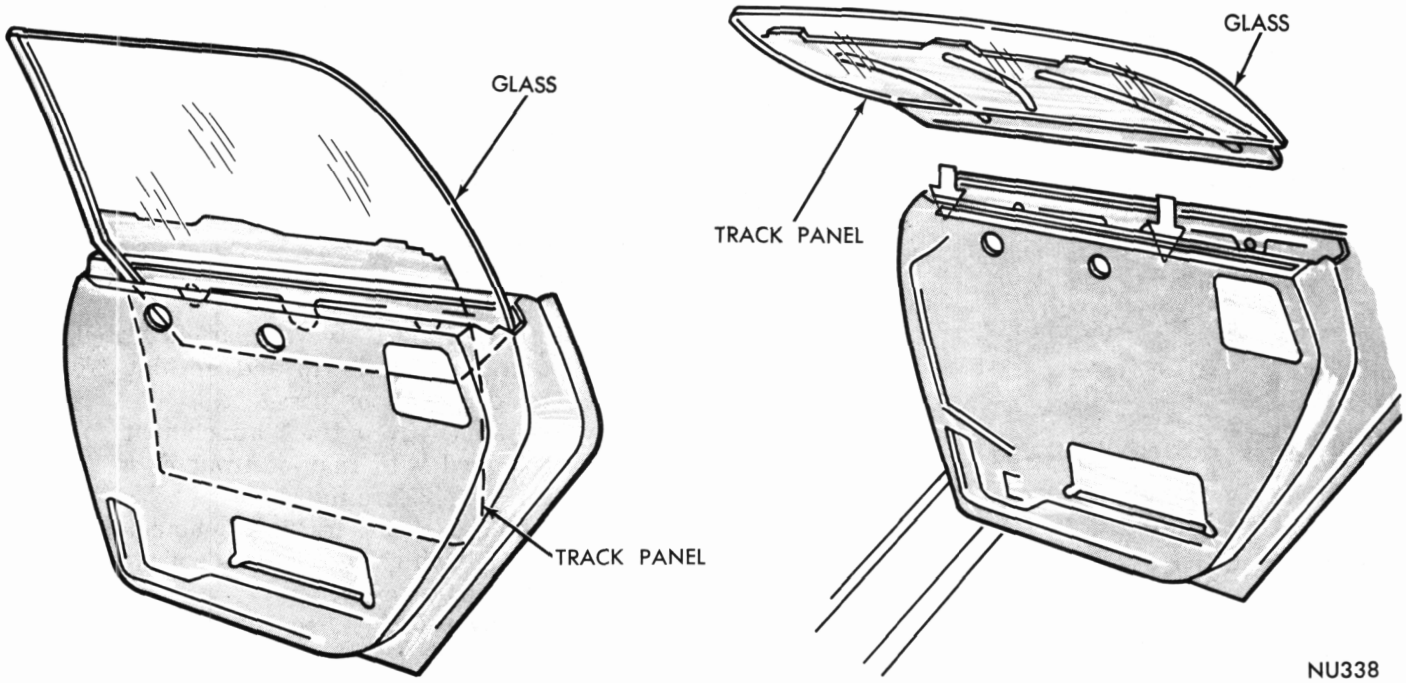
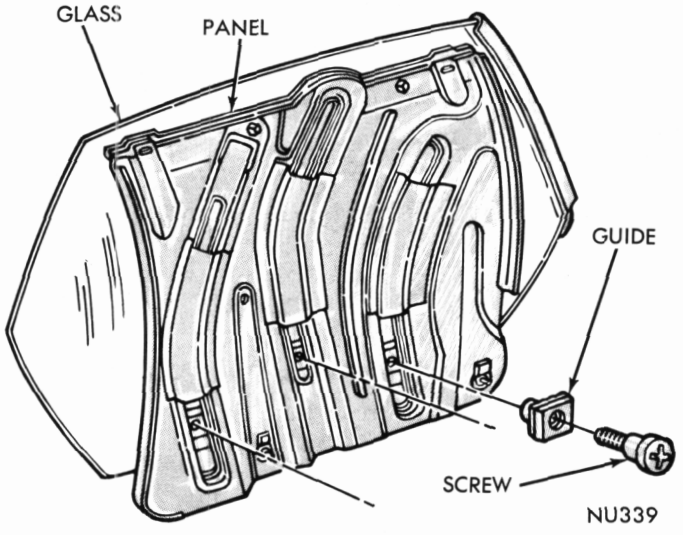

Fig. 56—Glass and Track Panel Replacement
Fig. 57—Track Panel Stabilizer Guides
(7) Raise track panel completely and remove glass and panel assembly (Fig. 56).
(8) Place track panel and glass assembly on a protected surface with the glass facing downward.
(9) Remove track stabilizer guide screws (Fig. 57) and remove guides from track panel.